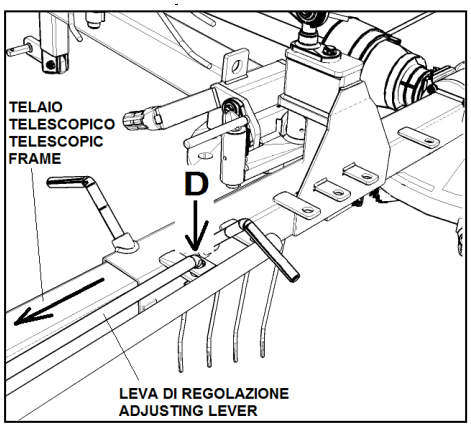

fig.13D
5. **Fig.13D -** Distanziare i due rotori, agendo sulla leva di regolazione e sfilando/inserendo il telaio telescopico fino a quando il terminale della leva può essere inserito nella piastrina **D**.
5. **Fig.13D** - Space out the two rotors, by handling on the adjusting lever and by pulling out/inserting the telescopic frame until the lever terminal can be inserted in the plate **D**.